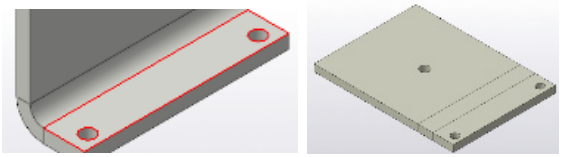

Рис. 1.22
10. Выполните команду Моделирование / Листовое моделирование / Развернуть. Укажите грань, которая будет оставаться неподвижной. Нажмите Enter. После этого нажмите Создать объект ✓. Получим развертку (рис. 1.22).